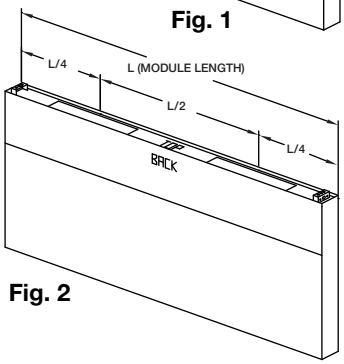

Fig. 2
3. If the back supply plenum is to have two openings, cut openings such that they are centered at L/4 from each end of the plenum. (Fig. 2)